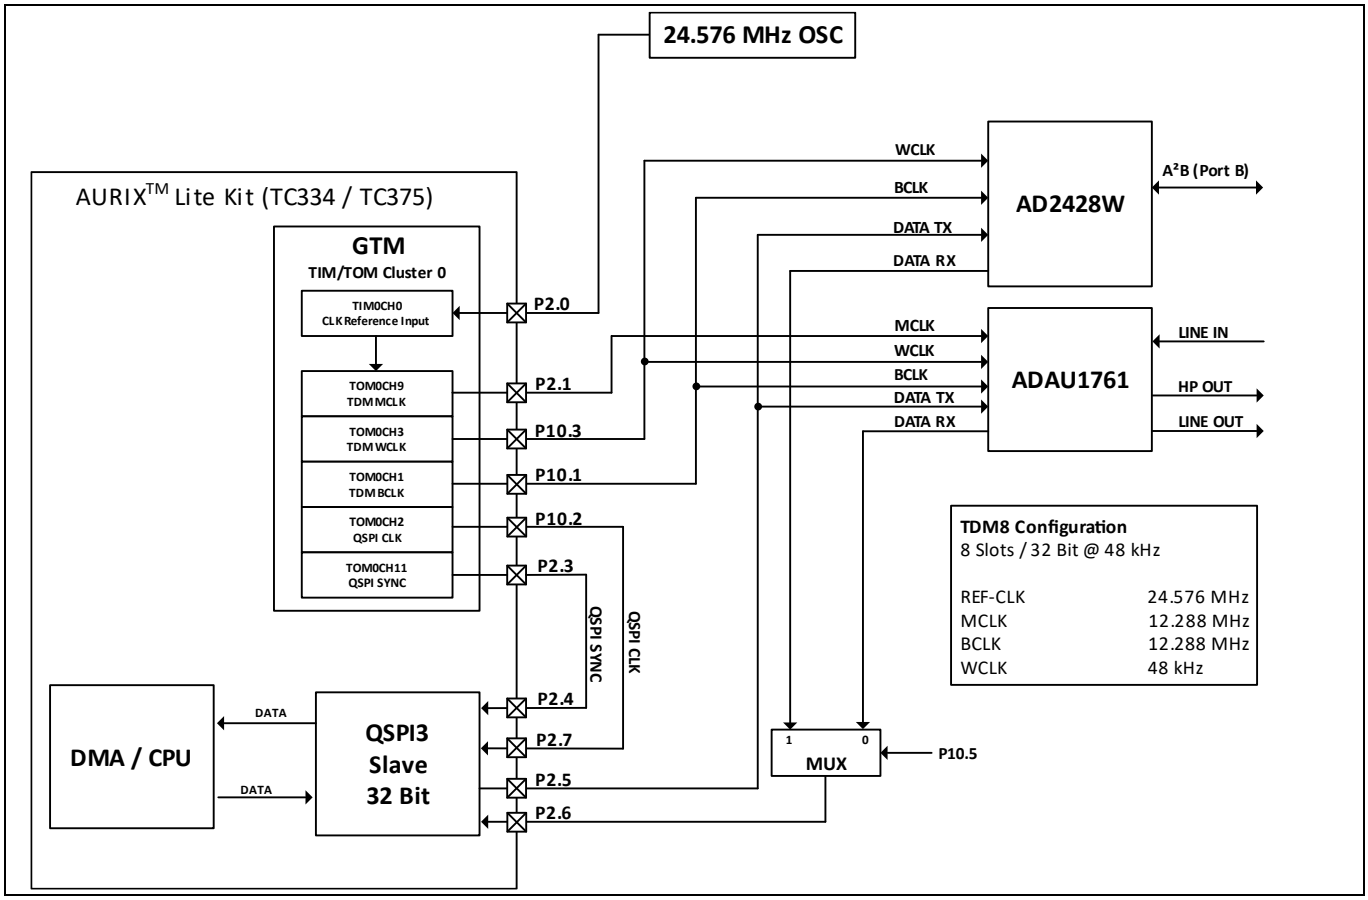
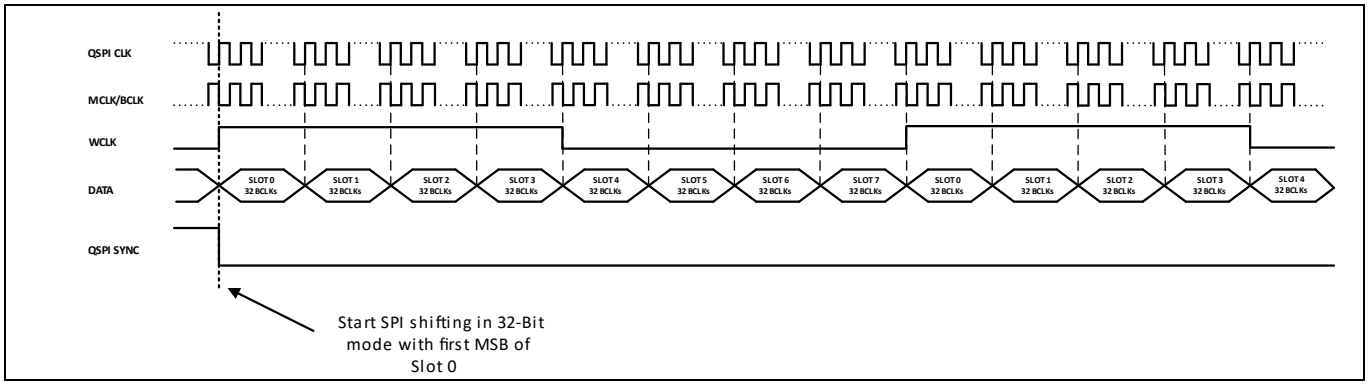

Figure 12 Concept of the I²S emulation of the TDM stream
Figure 13 Timing diagram of the 8 channel TDM stream
- The transceiver on the master board sends the data in an 8 channel TDM stream to the AURIX™. A conept drawing of the I²S/TDM emulation and a timing diagram of the TDM stream are shown in Figure 12 and Figure 13. For further details please refer to [2].